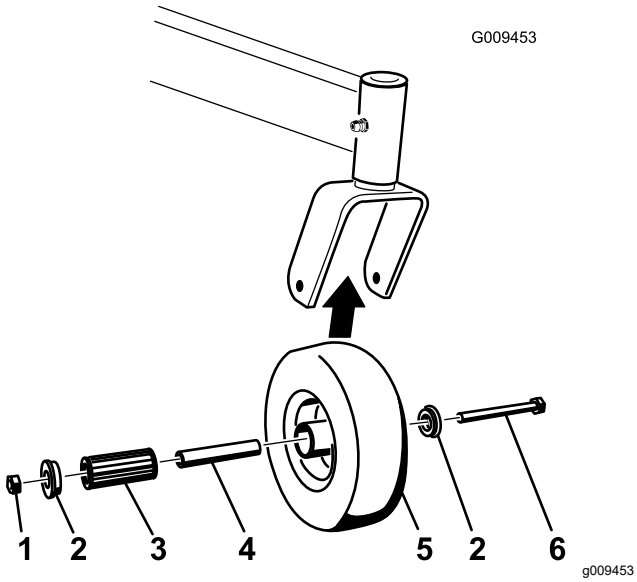

Figura 67
1. Retire la contratuerca y el perno que sujetan la rueda giratoria a la horquilla (Figura 67).
2. Retire un solo casquillo y tire del casquillo intermedio y del cojinete de rodillos para sacarlos del cubo de la rueda (Figura 67).
3. Retire el otro casquillo del cubo de la rueda y limpie la grasa y la suciedad del cubo de la rueda (Figura 67).
Nota: Repare o cambie cualquier pieza dañada o desgastada (Figura 67).
5. Coloque un casquillo en el cubo de la rueda (Figura 67).
6. Engrase el cojinete de rodillos y el casquillo intermedio y deslícelos en el cubo de la rueda (Figura 67).
7. Coloque el segundo casquillo en el cubo de la rueda (Figura 67).
8. Instale la rueda giratoria en la horquilla y fíjela con el perno y la contratuerca (Figura 67).
9. Apriete la contratuerca hasta que el casquillo intermedio se apoye contra el interior de las horquillas de las ruedas giratorias (Figura 67).